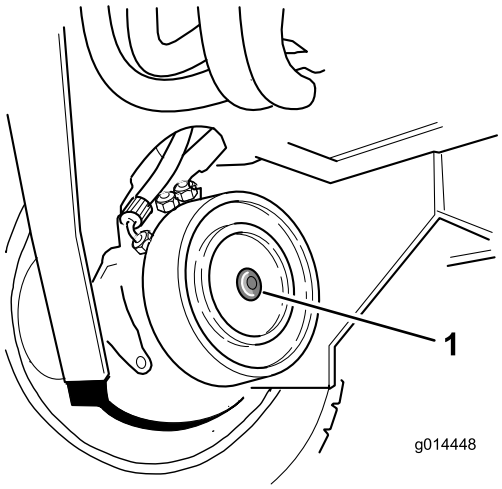

Rysunek 41
2. Znajdź zespół prawego hamulca tarczowego silnika przedniego koła i usuń zaślepkę sześciokątną (Rysunek 41).